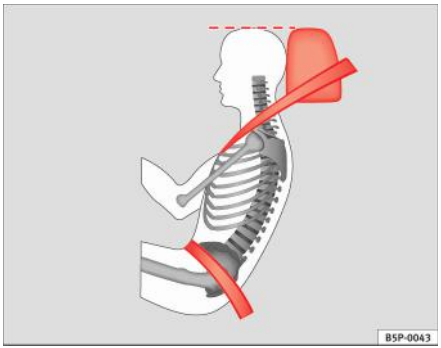

Fig. 13 Pozițiile corecte ale centurii și tetierei, văzute din lateral
- **Porțiunea pentru bazin a centurii de siguranță trebuie să treacă peste pelvis, niciodată peste abdomen. Centura de siguranță trebuie să fie trecută peste bazin și să stea întinsă ⇒ fig. 13. Dacă este necesară ajustarea pentru eliminarea jocului, trageți centura, pentru a o strânge.**